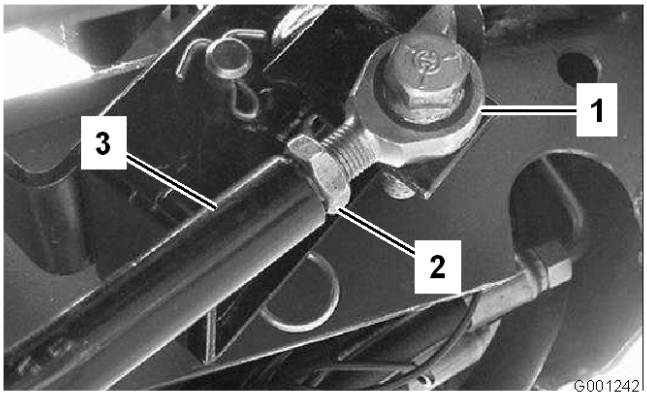

Figur 66
3. Justera drivstången om mer justering krävs (Figur 66), enligt följande: